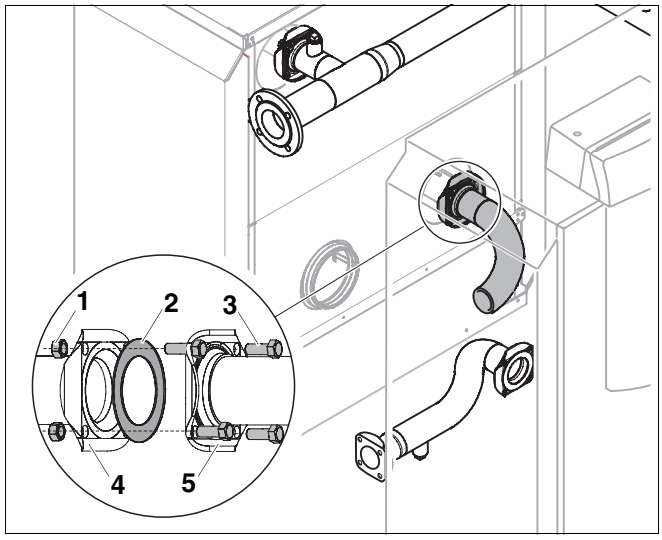

Fig. 9 Montage du tuyau de retour à la deuxième chaudière
- Placer le joint (fig. 9, **pos. 2**) sur le retour de la deuxième chaudière.
- Visser la bride du tuyau de retour (fig. 9, **pos. 5**) à celle du retour (fig. 9, **pos. 4**) de la deuxième chaudière à l'aide de quatre vis (fig. 9, **pos. 3**) et écrous (fig. 9, **pos. 1**).